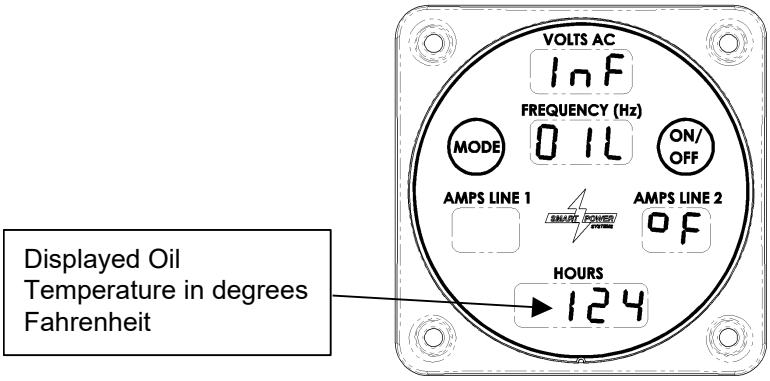

Figure 16 – Temperature Display
a. When the Command & Control Center is in Normal mode, pressing the Mode switch once will display the oil temperature (reference Figure 16).